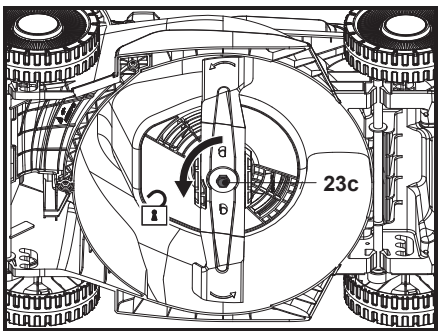

Fig. 17
1. Maintenir le dessous de la machine et la lame de coupe (23) propres et exempts de débris. Retirer l'herbe coupée de la goulotte d'éjection arrière (22).
3. Garder la lame de coupe (23) aiguisée pour assurer de bonnes performances de coupe. Si la lame de coupe est usée ou endommagée, la remplacer par une neuve de même type ou demander à un spécialiste qualifié de l'affûter.
4. Desserrer le boulon de fixation (23c) dans le sens antihoraire à l'aide d'une clé à chocs électrique adaptée (taille de douille 13 mm) (Fig. 17), puis le retirer avec la rondelle plate (23b) et la lame de coupe (23).